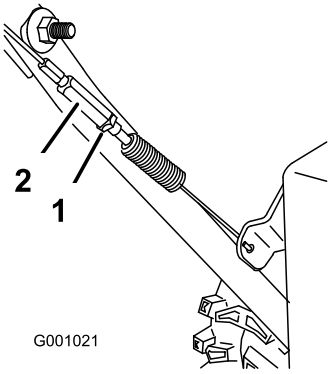

Rysunek 45
3. Dokręć przeciwnakrętkę (Rysunek 45).